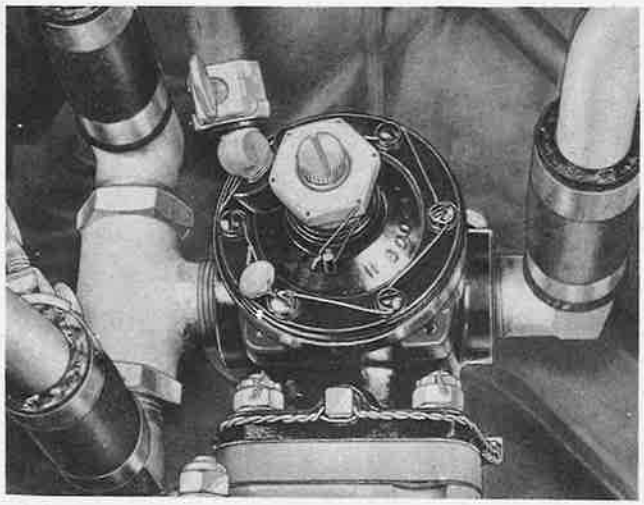

Figure 305—Engine-Driven Fuel Pump, Showing Pressure-Adjusting Screw
(1) DESCRIPTION. – An engine-driven fuel pump (figure 305) is mounted on the back of each engine and is operated by means of a drive shaft coupled with the engine drive gear. Any type G-9 aircraft fuel pump may be used on this airplane. This pump is a four-blade rotary type with an inlet and outlet port and an adjustable pressure relief valve which maintains a constant fuel pressure at varying engine speeds. The pressure relief valve is a spring-loaded diaphragm that opens when the pump is operating at high speed and allows excess fuel to flow back into the intake chamber. At low operating speeds, the pressure relief valve closes and allows the full flow of fuel to pass through the outlet port. Two lines tee into the outlet or pressure side of the pump. (See figure 305.) One line leads to the engine and the other line connects with the cross-feed system. A drain line is
(a) Disconnect all lines (figure 305) attached to the engine-driven pump.
(b) Cut the safety wire and remove the four screws in the mounting bracket. (See figure 305.)
(b) Before mounting the pump on the engine, note carefully the direction of rotation of the drive gear, and the position of the relief valve housing. Rotate the relief valve housing, as necessary, to insure that the bypass valve is in the correct position. Then place the new gasket in position over the mounting studs and mount the pump in the position most desirable for necessary connections. Tighten the mounting nuts evenly and see that they are properly safetied. (See figure 305.)
lines to the proper pump ports. The discharge port for either direction of rotation is designated by arrows on the name plate fastened to the end of the pump body. It is advisable to use a length of flexible tubing at or near the pump ports to insure against tube fracture which may result from engine vibration. (See figure 305.)
(a) Adjust the pressure regulator screw on the bottom of the pressure relief valve housing on the engine-driven pump. (See figure 305.)